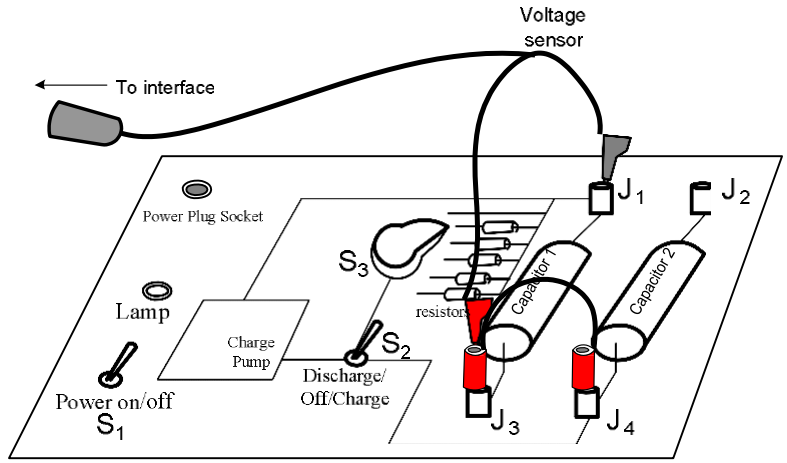

Figure 1
2) Connect the voltage sensor leads to the capacitance module as shown in Figure 1 (red to J_3, black to J_1, and jumper between J_3 and J_4). In this configuration, you will be measuring the voltage across C_1.